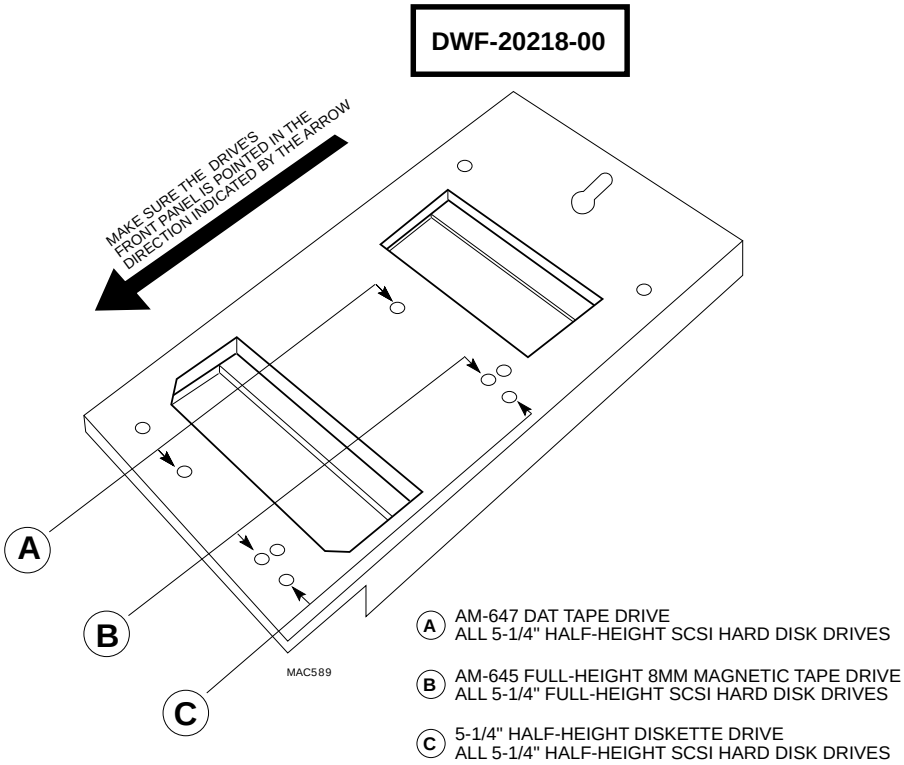

Figure 3. Plastic Mounting Base
3. There is a corresponding set of holes in the plastic mounting base (shown in Figure 3) designed for the AM-647. Align the screw holes on the drive with the designated holes in the plastic mounting base. Make sure the drive's front panel is pointed in the direction indicated by the arrow in Figure 3.